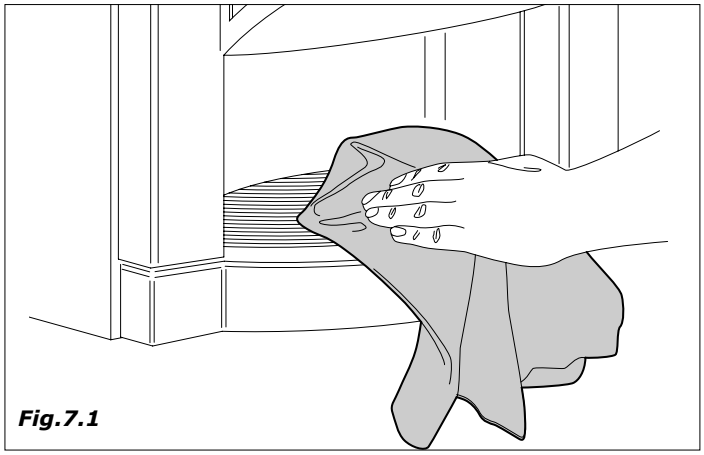
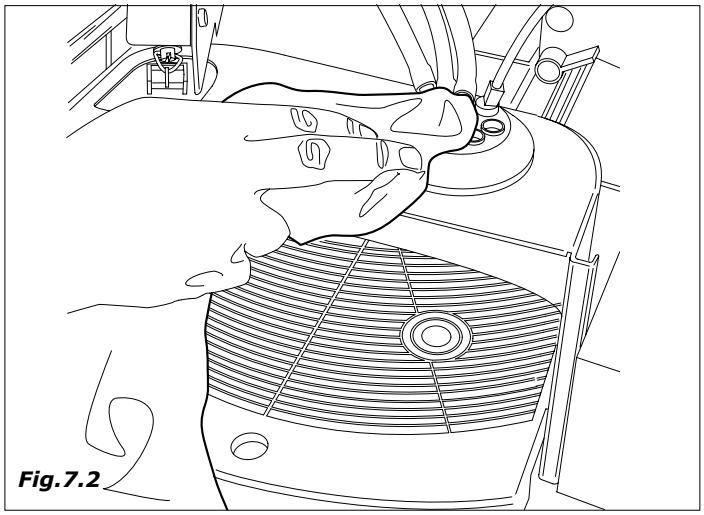

Fig.7.1
Fig.7.2
– limpar todas as partes à vista da zona de distribuição *(Fig.7.1 e Fig.7.2)*